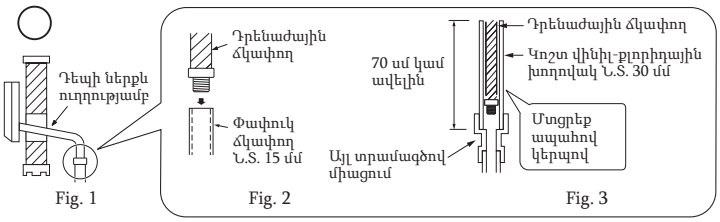

Fig. 1 Fig. 2 Fig. 3
- Դրենաժային ճկափողը պետք է ուղղված լինի դեպի ներքև, որպեսզի դրենաժային հոսքն ավելի դյուրին իրականացվի: (Fig. 1)
2) Դու րս քաշեք դրենաժային կափարիչը ներքին բլոկի ետնամասային աջ հատվածում: (Fig. 1)